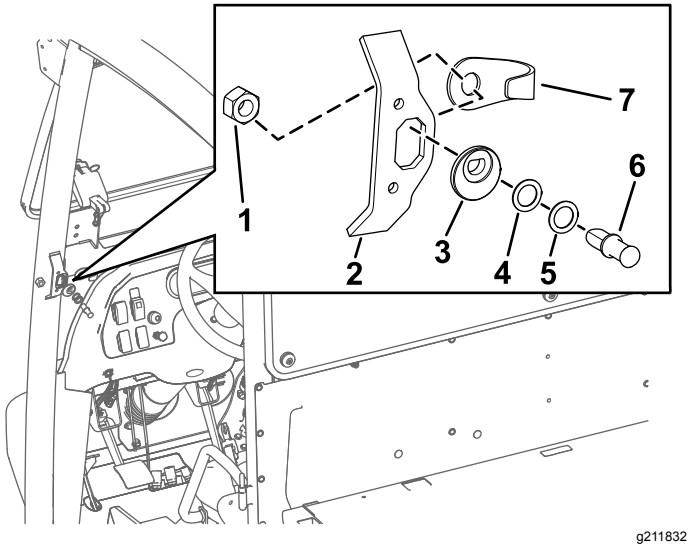

Bild 3
2. Fluchten Sie die Arretierbolzennocke an der in Bild 3 abgebildeten Stelle mit der Öffnung in der Gegenplatte aus.
3. Stecken Sie den Arretierbolzen (zuerst ohne die Scheiben) in die Arretierbolzennocke (Bild 3).
5. Fluchten Sie den Arretierbolzen und die Klemmmutter an der Rückseite der Öffnung der Gegenplatte aus (Bild 3).
6. Ziehen Sie die Klemmmutter auf dem Arretierbolzen handfest an (Bild 3).